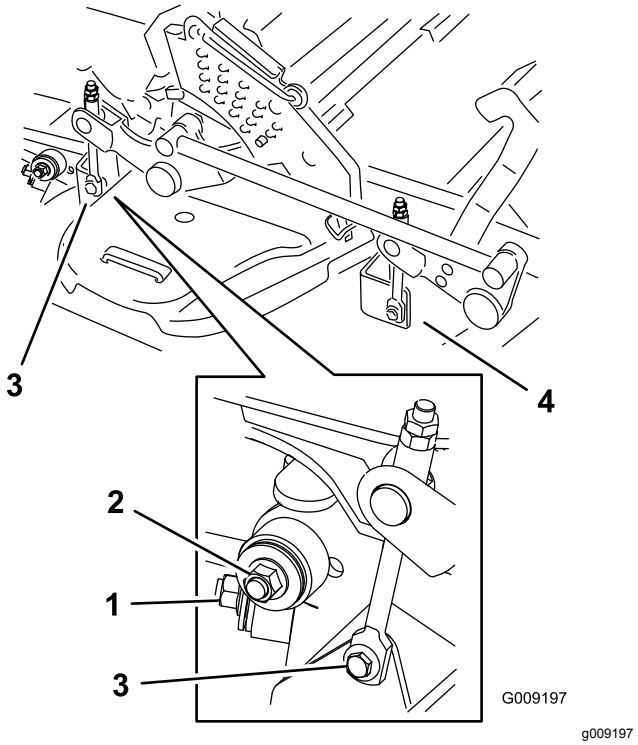

Figur 108
7. Fjern boltene/møtrikkerne på begge sider af skjoldet, og læg dem til side (Figur 108).